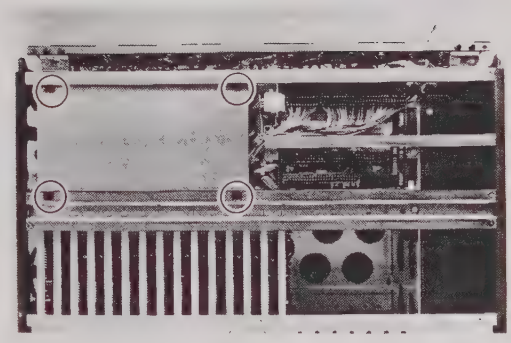

Fig. 5-4
5. Remove HEAD AMP below tape transport unit by 4 screws.(Fig. 5-4)